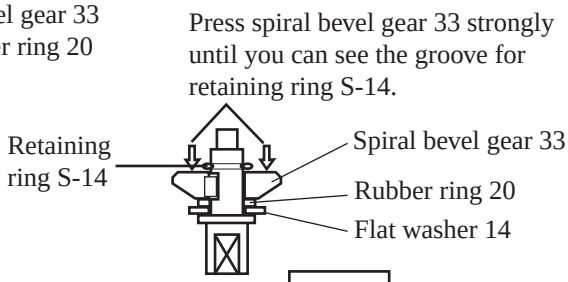

Fig. 10
3) Press spiral bevel gear 33 strongly until you can see the assembling groove for retaining ring S-14. So, retaining ring S-14 can be assembled to the groove on spindle. See Fig. 10.